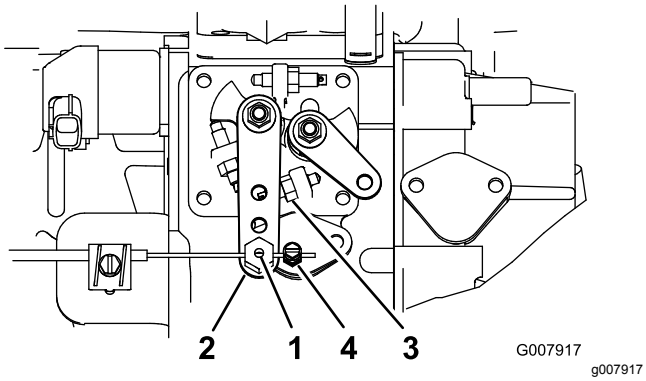

Figur 52
2. Lossa gasvajerns kontaktdon, på gasvajern bredvid insprutningspumpens spak (Figur 52).
3. Håll insprutningspumpens reglagearm mot det höga tomgångsstoppet (Figur 52).